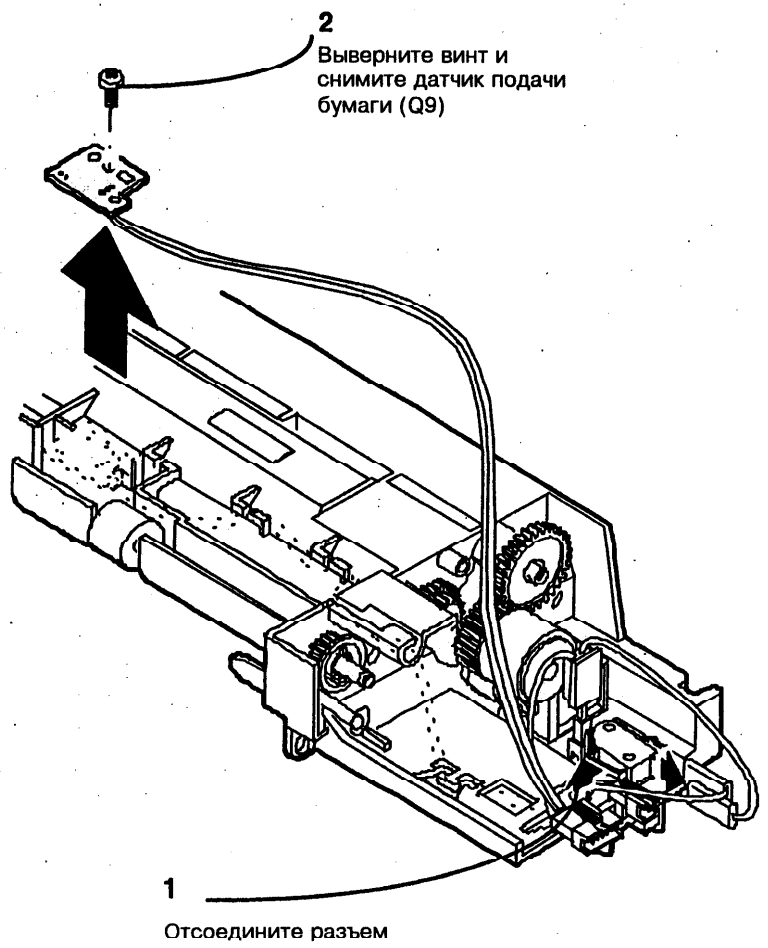

Рис. 1. Снятие датчика подачи бумаги (Q9)
2. (Рис. 1) Снимите датчик подачи бумаги (Q9).